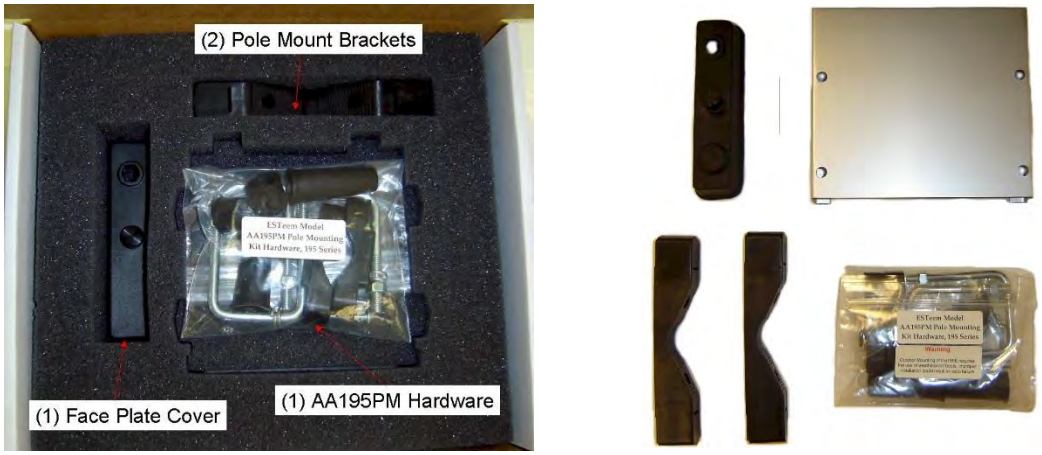

Figure 4: Packet Box Contents
1. If you purchased an AA195PM mounting kit with your Model 216Ang, the kit will be packed in the same packing box as the ESTeem (Figure 4).
2. Remove and inventory the two (2) Pole Mounting Brackets, one (1) Two-Hole Face Plate Cover (with single port cover installed), one (1) Heat Shield and (1) AA195PM Hardware bag from the packing box (Figure 4). Report any